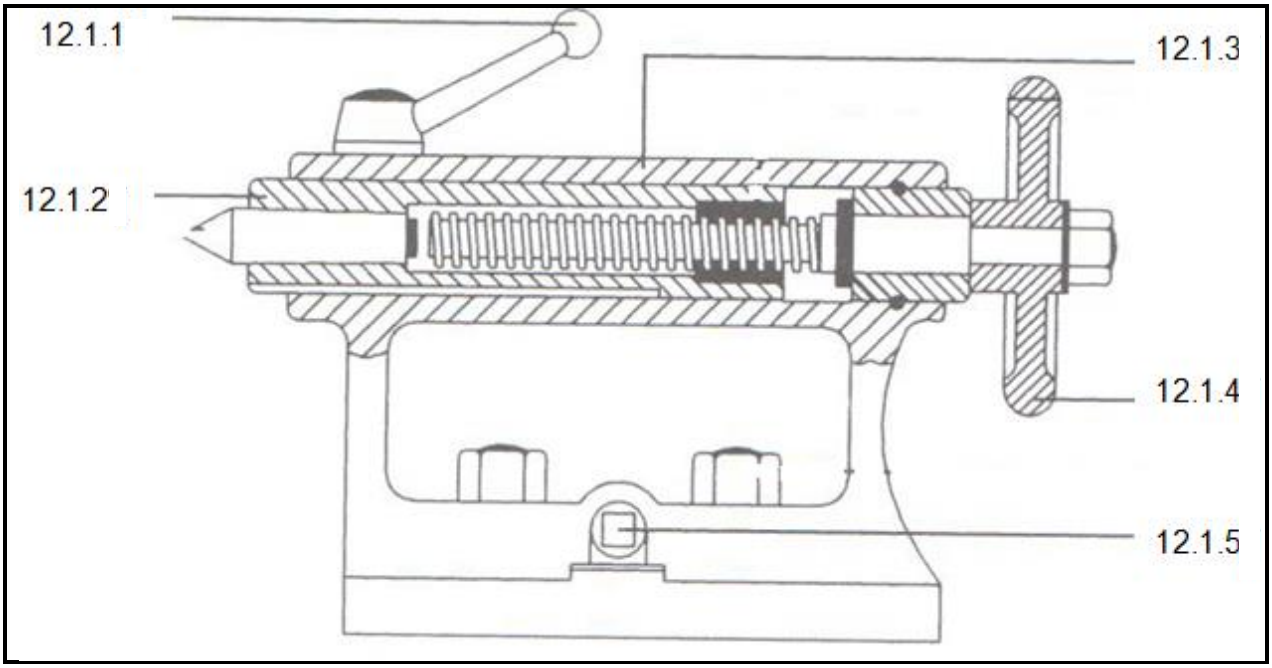

FIGURE 3 (5)
12.1 FIGURE 3 shows a diagram of a section of a tailstock. Name the parts indicated by writing only the answer next to the question number (12.1.1-12.1.5) in the ANSWER BOOK.